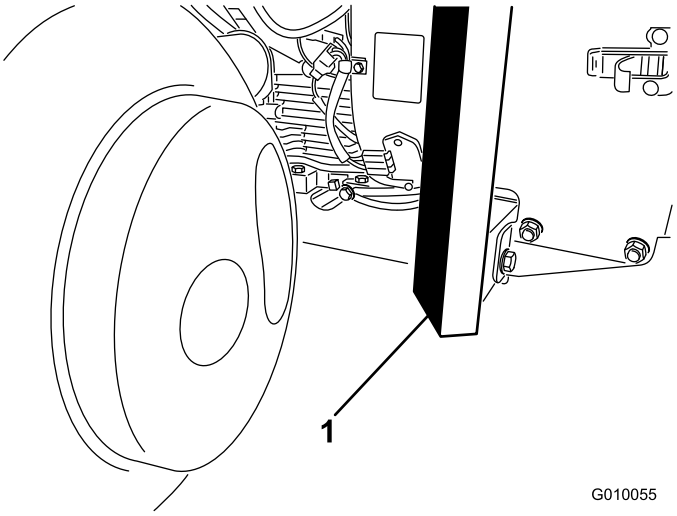

Rysunek 40
2. Ustaw dźwignik bezpiecznie pod przodem ramy (Rysunek 40).